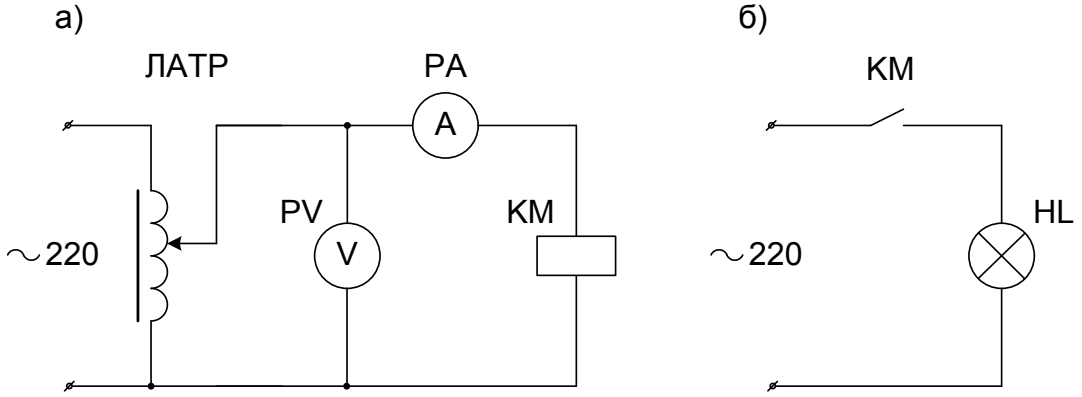

Рис. 4.3. Схема исследования магнитного пускателя: *а* – включение катушки пускателя; *б* – включение индикатора
2. Собрать электрическую схему для исследования магнитного пускателя рис. 4.3 *а*, *б*.